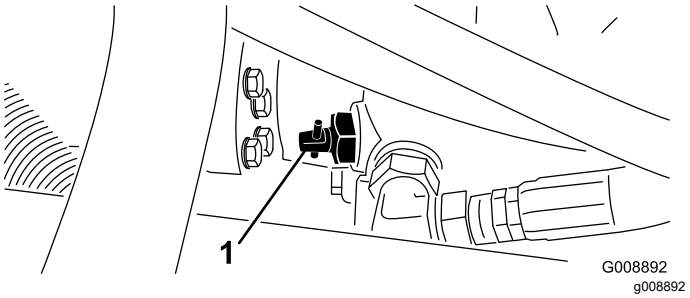

Figur 27
1. Finn pumpens omløpsventil (Figur 27) og vri den 90°.